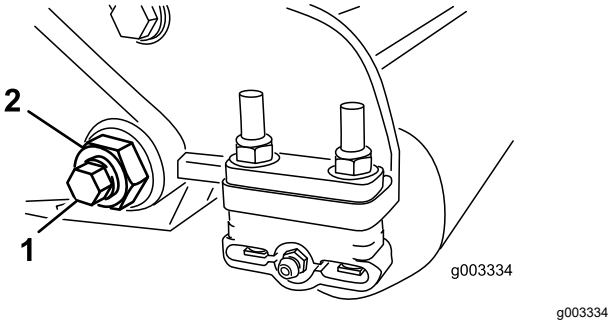

Рисунок 30
3. С каждой стороны машины ослабьте контргайку крепления болта планки неподвижного ножа (Рисунок 30).
4. Удалите все болты планки неподвижного ножа, потяните планку вниз и отсоедините ее от машинного болта (Рисунок 30).